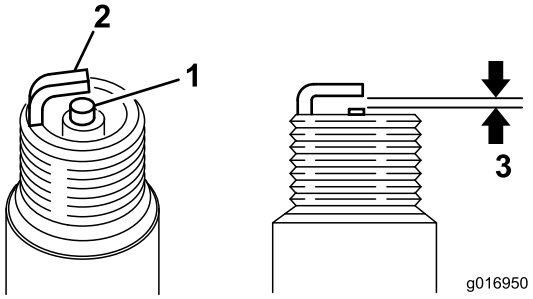

Figur 35
3. Indstil gnistgabet til 0,06-0,07 cm (Figur 35). Monter tændrøret med det korrekte gnistgab, og tilspænd det til 23 Nm.